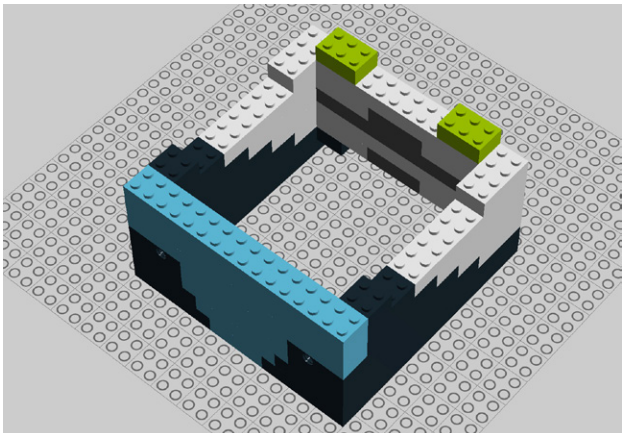

Figure 9-35. *Step 30: Adding a pair of 2x3 bricks*
30. Add two 2x3 bricks (Figure 9-35).